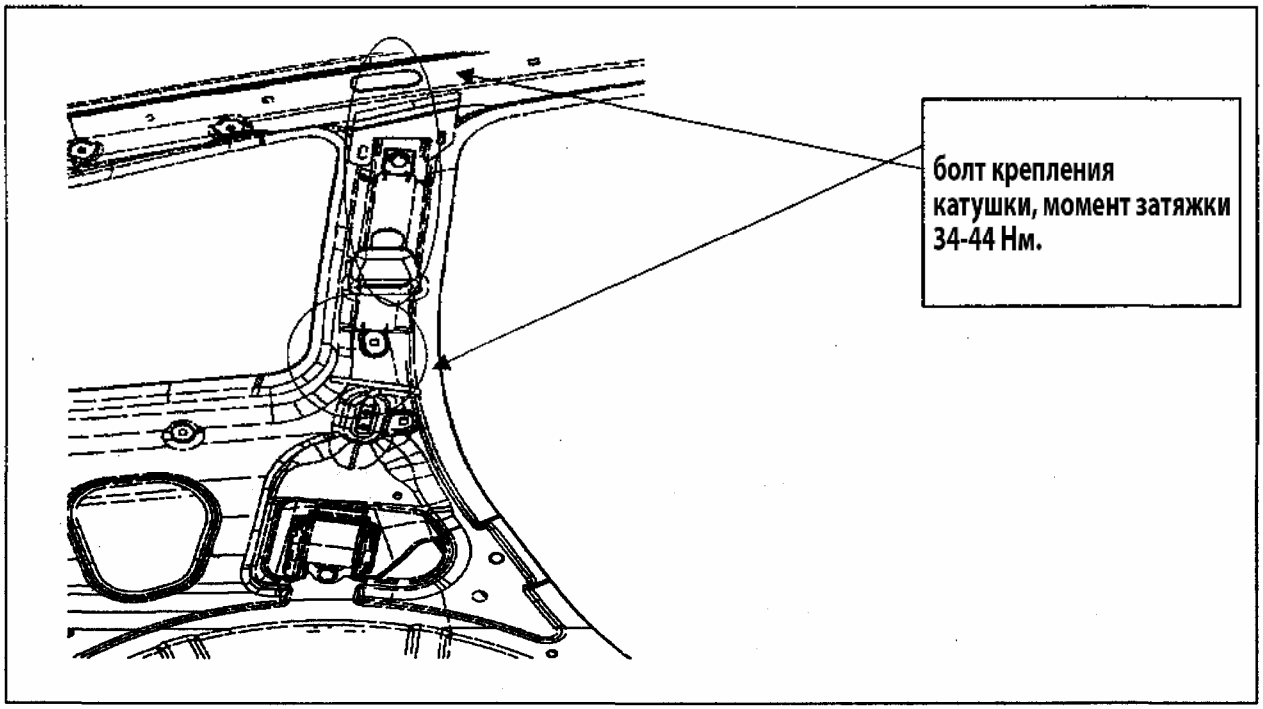

Рис. 829
**Примечание: затяните болты крепления требуемым моментом (Рис. 829).**